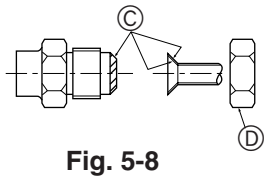

Fig. 5-8
5.5. Rohranschlüsse (Fig. 5-8)